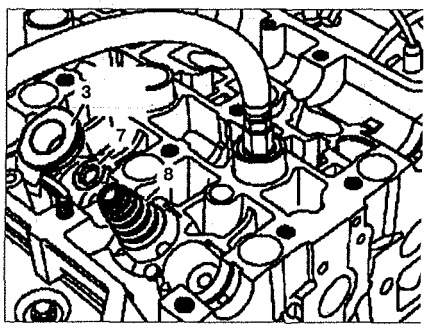

Рис. 2.41. Снимите направляющую втулку 3, фиксатор пружины 7 и пружину 8.
8. Снимите направляющую втулку **3**, фиксатор пружины **7** и пружину **8** (см. рис.2.41).